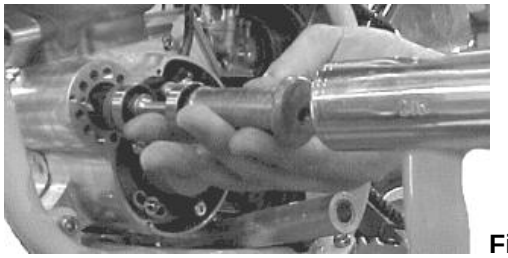

Figure 32
12. Using a liberal amount of grease on the outside seal, bearings and inside of case, reinstall bearing assembly by using a 0.500” ID by 1.000” OD steel tube 2” long and tap on end of tube per figure 32.